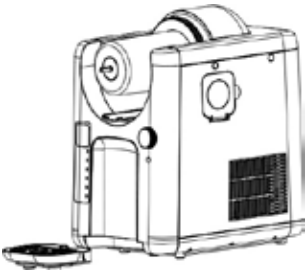

Rys. 10
18. Wyciągnąć tacę ociekową z urządzenia, opróżnić ją i wyczyścić tacę oraz kratkę ociekową w ciepłej wodzie, do której można dodać niewielką ilość środka do mycia naczyń (rys. 10).